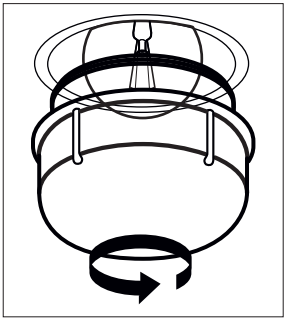

Figura 29
**2.** Quite la protección del cristal girándola en el sentido contrario a las agujas del reloj (Ver figura 29). Utilizar guantes plásticos le puede ayudar en caso de tener dificultades para girar.